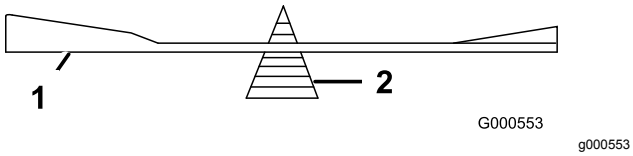

**Figuur 118**
2. Controleer de balans van het mes met een mesbalans (Figuur 118).